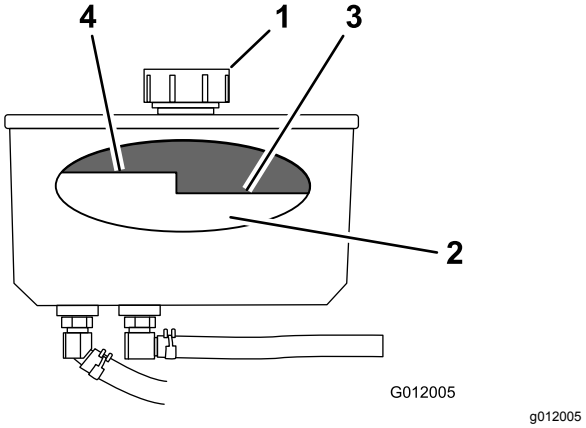

**Figur 72**
4. Rengør området omkring hydrauliktankens påfyldningshals og dæksel (Figur 72).
5. Fjern dækslet fra påfyldningsstudsen (Figur 72).
**Bemærk:** Væskestanden skal være under varm-niveauet på pladen, når væsken er varm (Figur 72).